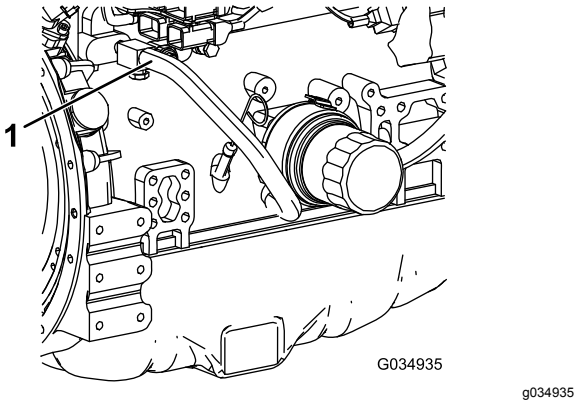

Figur 113
7. Fjern kølevæskens slange fra motoroliekøleren (Figur 113).